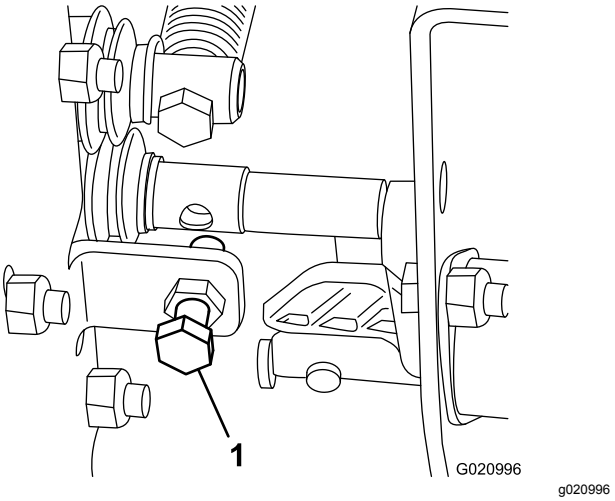

**Figuur 24**
- Als de hefsnelheid van de machine te hoog of te laag is moet u de bout in Figuur 24 bijstellen.